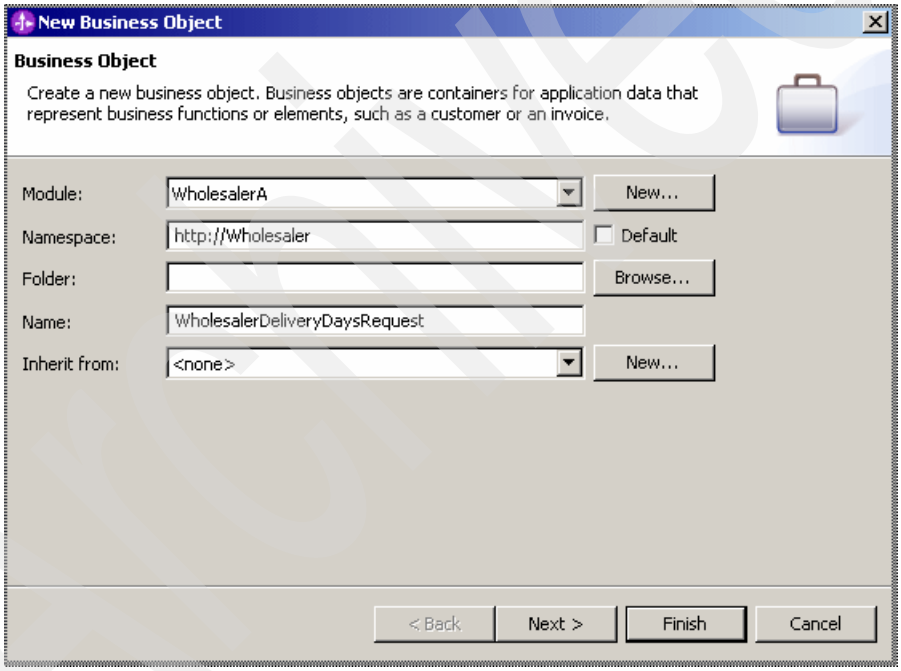

Figure A-4 Creating the WholesalerDeliveryDaysRequest business object
c. In the New Business Object window (Figure A-4), complete these steps: